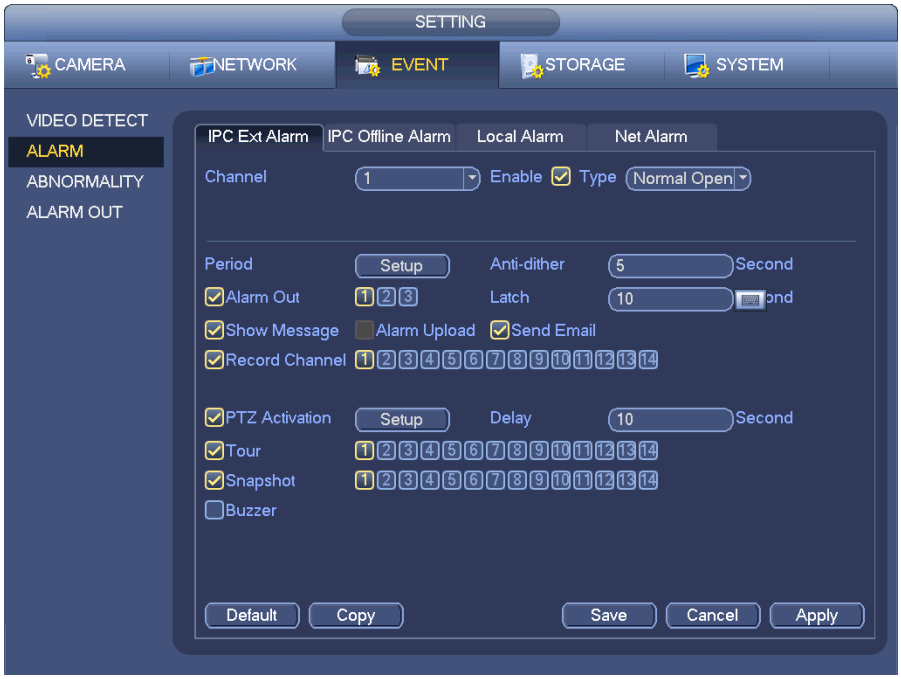

Figure 4-46
In the main menu, from Setting->Event-> Alarm, you can see alarm setup interface. See Figure 4-46.
c) From Main menu->Setting->Event->Alarm, you can go to Figure 4-46 to set alarm parameter and enable snapshot function.